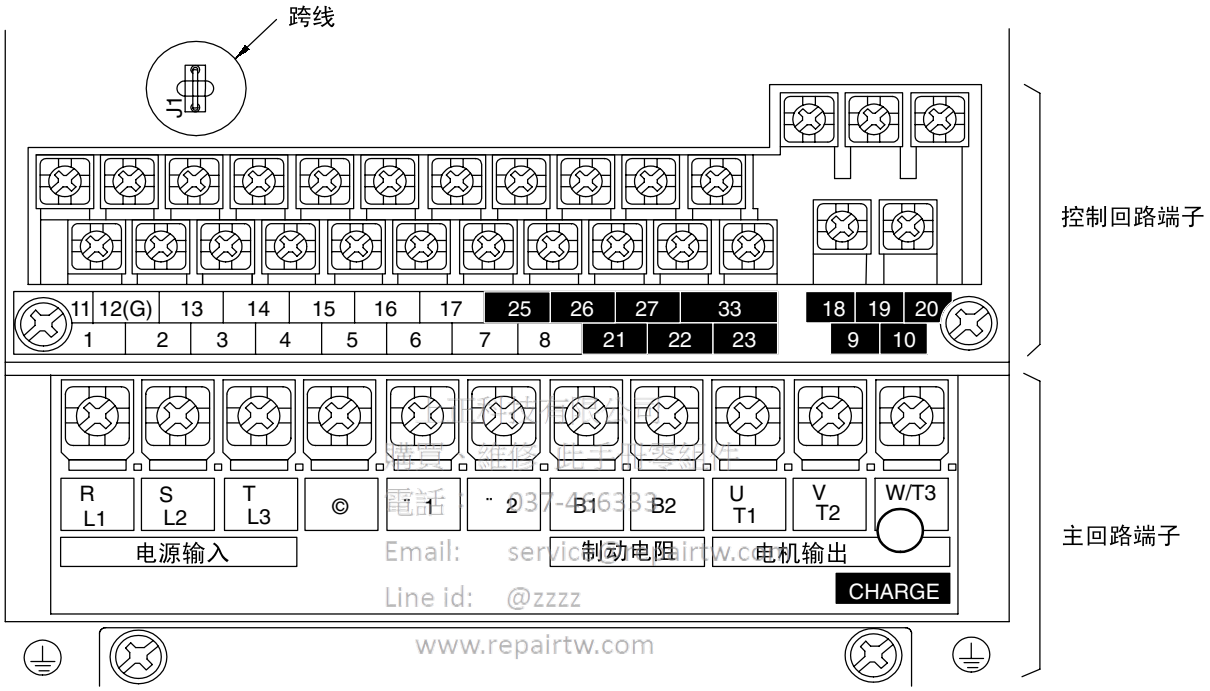

图 7.11　跨线的安装位置　以 200V 级 0.4kW 的变频器为例
- 向频率指令（电流）端子 14，输入电压（设定值 0 或 1）请一定要切断控制基板上的 J1 跨线（参 照图 7.11）。不切断跨线就输入电压，输入电阻将被烧坏。